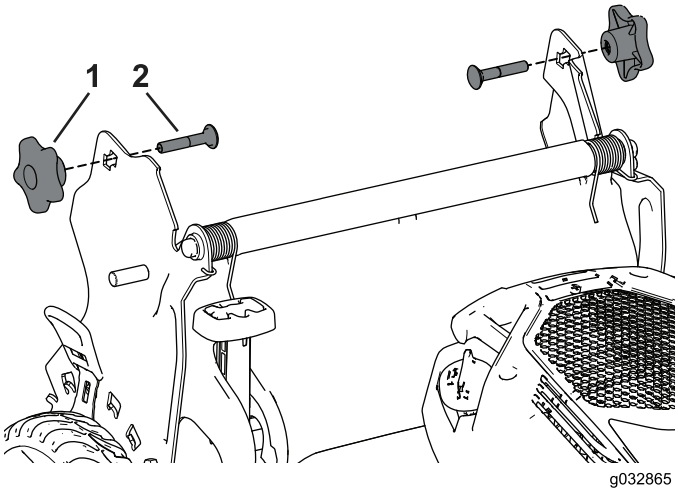

Figur 28
3. Indsæt bræddebolten (med bolthovedet mod indersiden) gennem håndtagsbeslaget og det øverste hul i håndtagsenden. Sørg for, at firkanterne på hver bræddebolt passer ind i det øverste eller nederste firkantede hul i det relevante håndtagsbeslag (Figur 28).